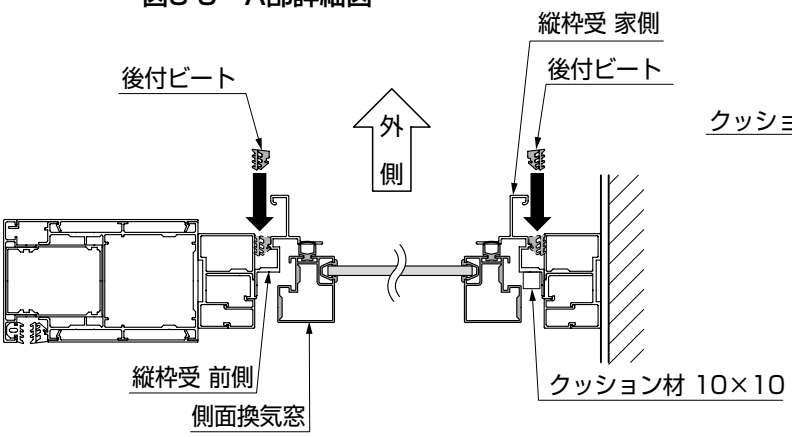
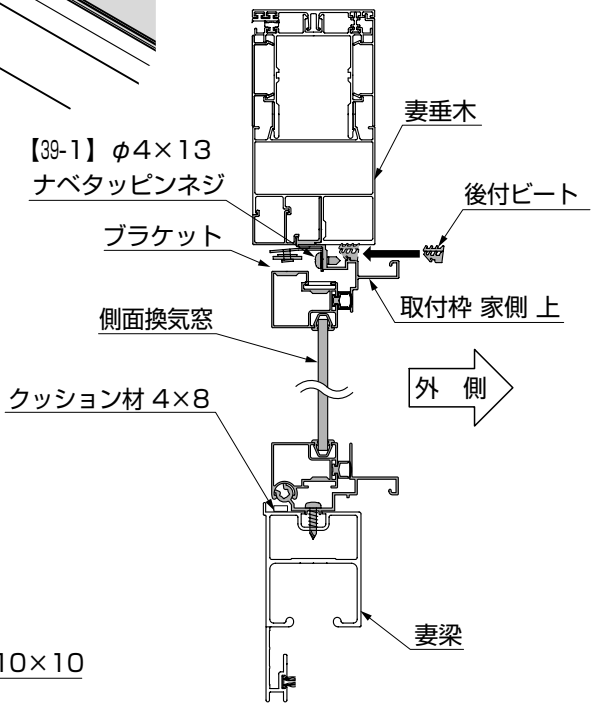
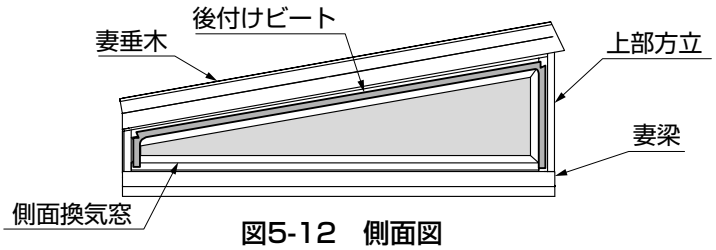

図5-10　横断面納まり図
図5-11　縦断面納まり図
図5-12　側面図
③上部窓のブラケットを、取付枠 家側 上に、【39-1】で取付けてください。
④後付けビートを、はめ込んでください。（図5-10、図5-11、図5-12参照）